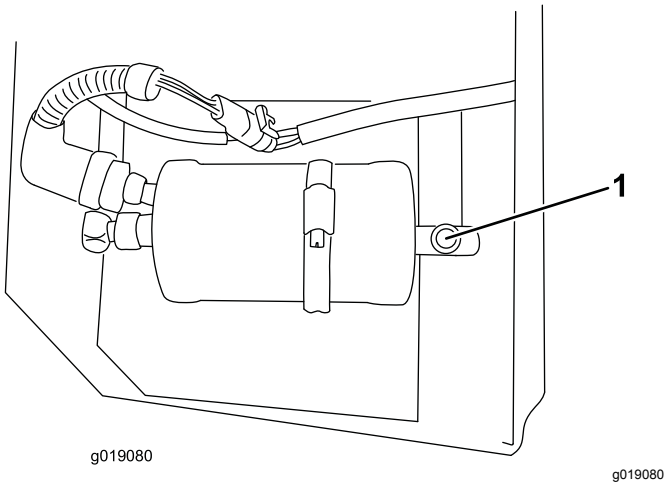

図 15
1. 回収タンクについている点検窓で、冷媒の量を確認してください図 15。